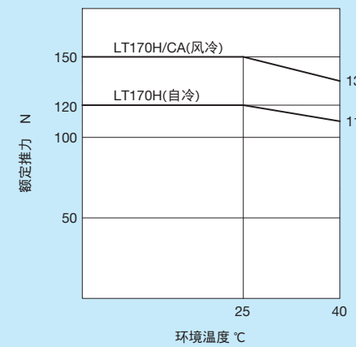

图16 LT170H的额定推力特性
(2) 环境温度为0～25℃，固定于钢制台架时。详细内容请参照Ⅱ-302页的图16。
(3) 空气流量为30NL/min时。
(4) 关于超过1500mm/s的速度，请咨询IKO。
(5) 根据实际的装载质量和行程长度，也存在达不到最高速度的情况，需要探讨运转模式。具体可参考运转模式的探讨该章节。
(6) 产品主体的温度恒定时。